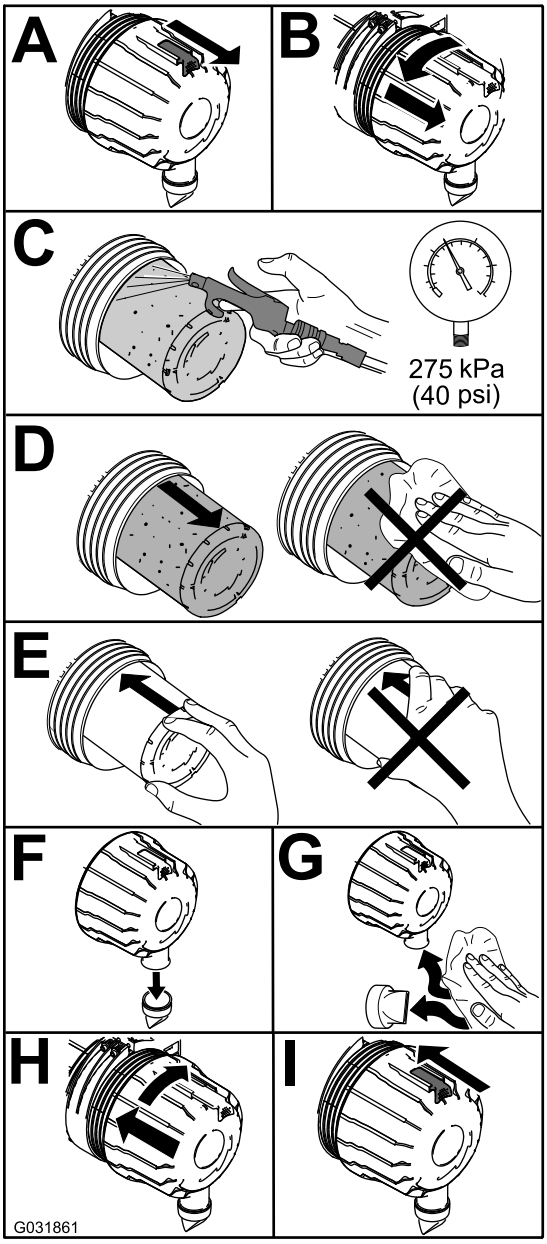

**Figur 57**
1. Bytt ut luftrenseren (Figur 57).